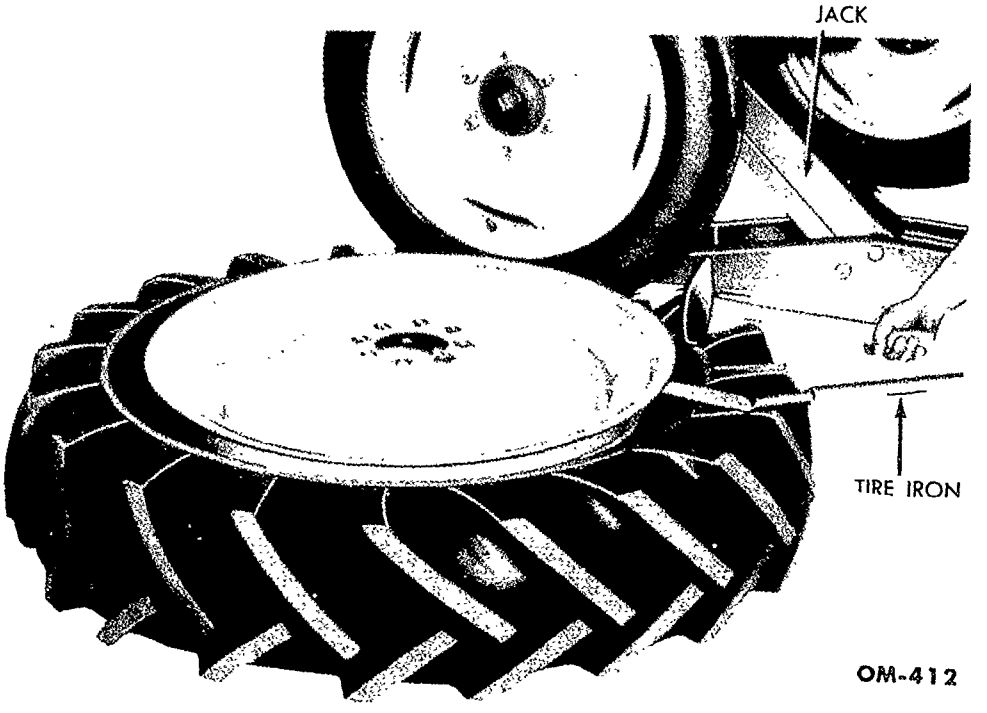

Fig. 25—Loosen Bead From Rim Edge
a. Remove Tire. Remove the wheel from the hub. Deflate the tube completely. Press valve through valve hole in the rim. Loosen both beads from the rim edges, using a tire iron and heavy mallet. In case of rear tires sticking to the rim, it may be necessary to jack up the front end of the tractor, slide the rear wheel under a front wheel, and let the tractor down on the tire as shown in fig. 25. Stand on the tire, with feet about 15 inches apart, opposite the valve, and force the bead off the bead seat into the drop center of the rim.